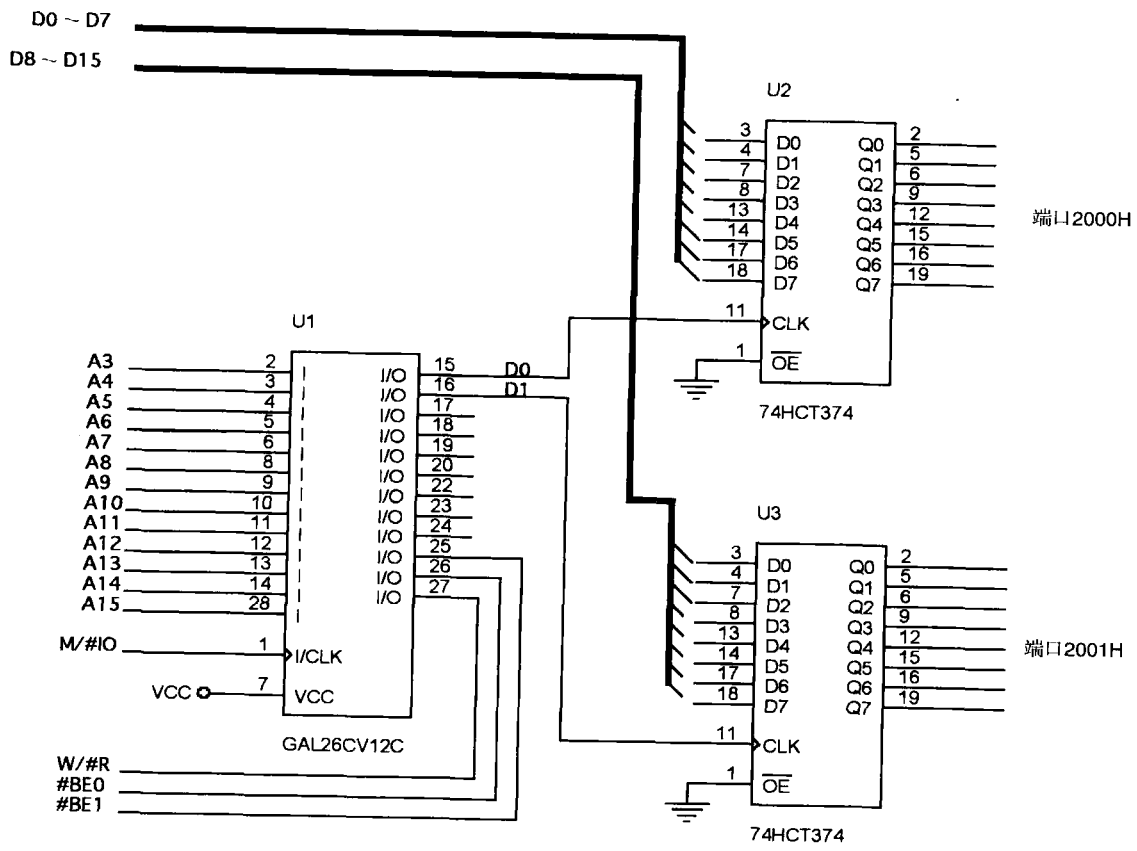

图 11-17 Pentium 4 接口到 16 位 I/O 端口,端口地址在 2000H 和 2001H
假定我们需在 IO 端口 2000H 与 2001H 接入一个简单的 16 位输出端口。最低端口 2000H 地址最右端三位是 000。这意味着端口 2000H 在存储器的 0 地址块。同理,端口 2001H 的最右端三位是 001,这意味着端口 2001H 处于存储器地址块 1 中。图 11-17 给出了连接图,且在例 11-7 中给出了 PLD 的 VHDL 代码。
-- 图 11-17 中译码器的 VHDL 代码描述